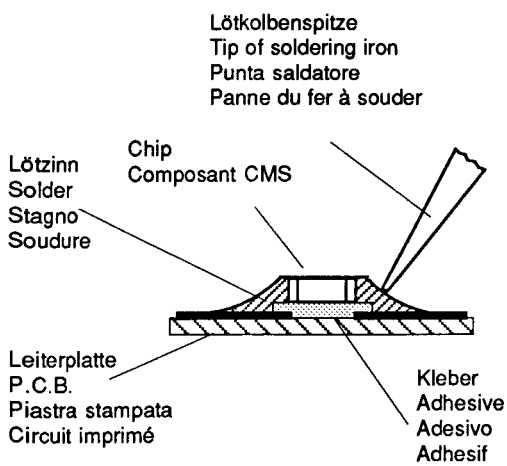

Fig. 1
1. Schritt: CHIP-Lötstelle mit Sauglitze absaugen (Fig. 1).
1. step: Clean the CHIP soldering point with a solder wick (Fig. 1).
1. Aspirer la soudure du composant CMS à la l'aide de la tresse à souder (Fig. 1).
1. Aspirare i punti di saldatura del CHIP con una calza dissaldante (Fig. 1).
1. Aspirar el estaño del punto de soldadura con un aspirador de los tipos de pera o de resorte (Fig. 1).